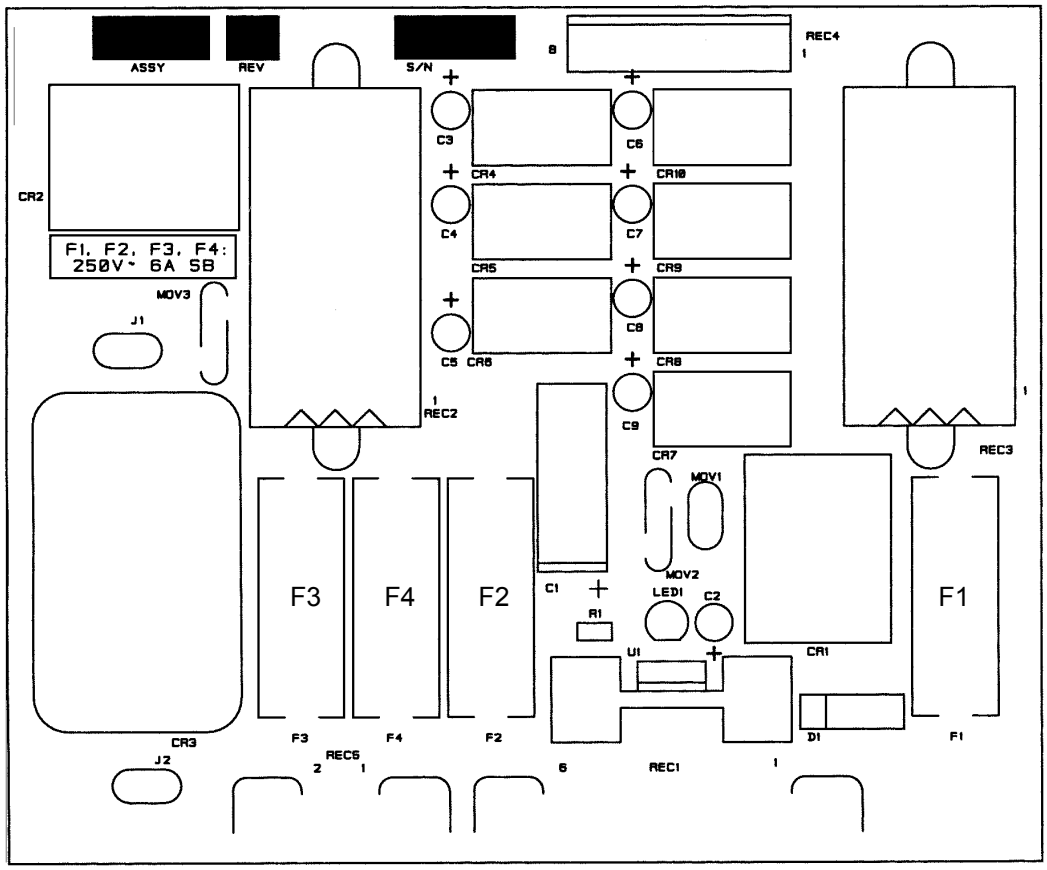

Figure 8-2 Power Distribution Board PCB1
6. Measure voltage at Power Distribution Board PCB1. Refer to Figure 8-2 for detail of PCB1. Look on the board for fuses F1- F4. Measurements between each fuse and chassis ground should be as follows:
1. The green POWER ON pushbutton switch PB1 is pressed, but the fans are not operating and the green POWER ON indicator does not illuminate.	**1.1.** *The green POWER ON (1) PB1 pushbutton is defective.* Check that switch is operating correctly, and that good contact is being made. The POWER ON switch is normally open. **1.2.** *The red POWER OFF (0) PB2 pushbutton is defective.* Check that switch is operating correctly, and that good contact is being made. The POWER OFF switch is normally closed. **1.3.** *Associated wiring not making good contact.* Check wiring and repair or replace, if necessary.
2. The green POWER ON pushbutton switch PB1 is pressed, the POWER ON indicator illuminates, but the fans are not running.	**2.1.** *CR2 on the power distribution board is defective.* Check that CR2 switches when POWER ON pushbutton is pressed. See Figure 8-2 for location of CR2. If CR2 is defective, replace PCB1. **2.2.** *Connector from power distribution board is not seated securely.* Check pins, connectors and associated wiring for good continuity. Repair or replace, if necessary.
3. The green POWER ON pushbutton switch PB1 is pressed, the fans are operating, but the green POWER ON indicator does not illuminate.	**3.1.** *Pushbutton PB1 was not held down for a long enough period of time.* Press and hold PB1 for a minimum of 5 seconds. **3.2.** *Relay CR1 on the power distribution board is defective.* Check that CR1 switches when POWER ON pushbutton is pressed. See Figure 8-2 for location of CR1. If CR1 is defective, replace PCB1. **3.3.** *One or more of the STATUS LEDs remains illuminated, indicating a fault condition.* To troubleshoot STATUS fault conditions, see *Status LED Troubleshooting* later in this section.